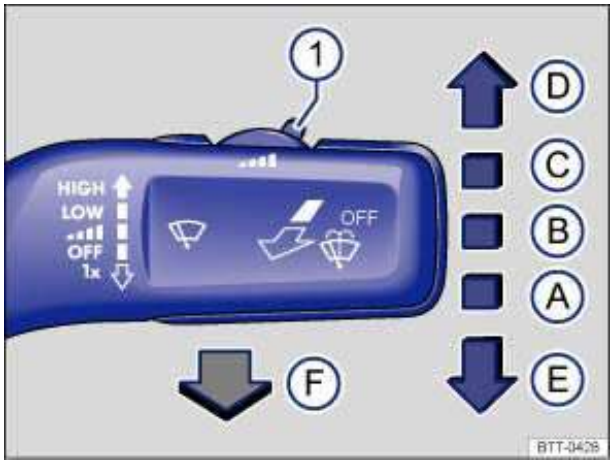

Fig. 71 Operating the front windshield wiper.
- Press the windshield wiper lever down briefly ⇒ fig. 71 (E) when the ignition is off.
Carefully fold the wiper arms back onto the windshield before driving! Switch the ignition on and press the windshield wiper lever down briefly ⇒ fig. 71 (E). The wiper arms move back to their original position.